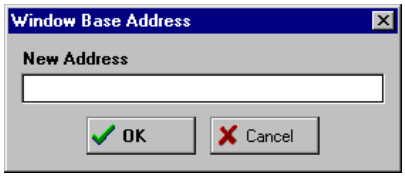

**Figure 6-5. *Window Base Address* Dialog**
- **Set PC at Cursor:** Choose this option to set the Program Counter (PC) to the current cursor location.
- **Gotil Address at Cursor:** Choose this option to execute the source code until the Program Counter (PC) gets to the line at the current cursor location. When PC gets to that point, execution stops.
- **Set Base Address:** Choose this option to open the *Window Base Address* dialog (Figure 6-5) and set the new address for the first code line in the Code Window.